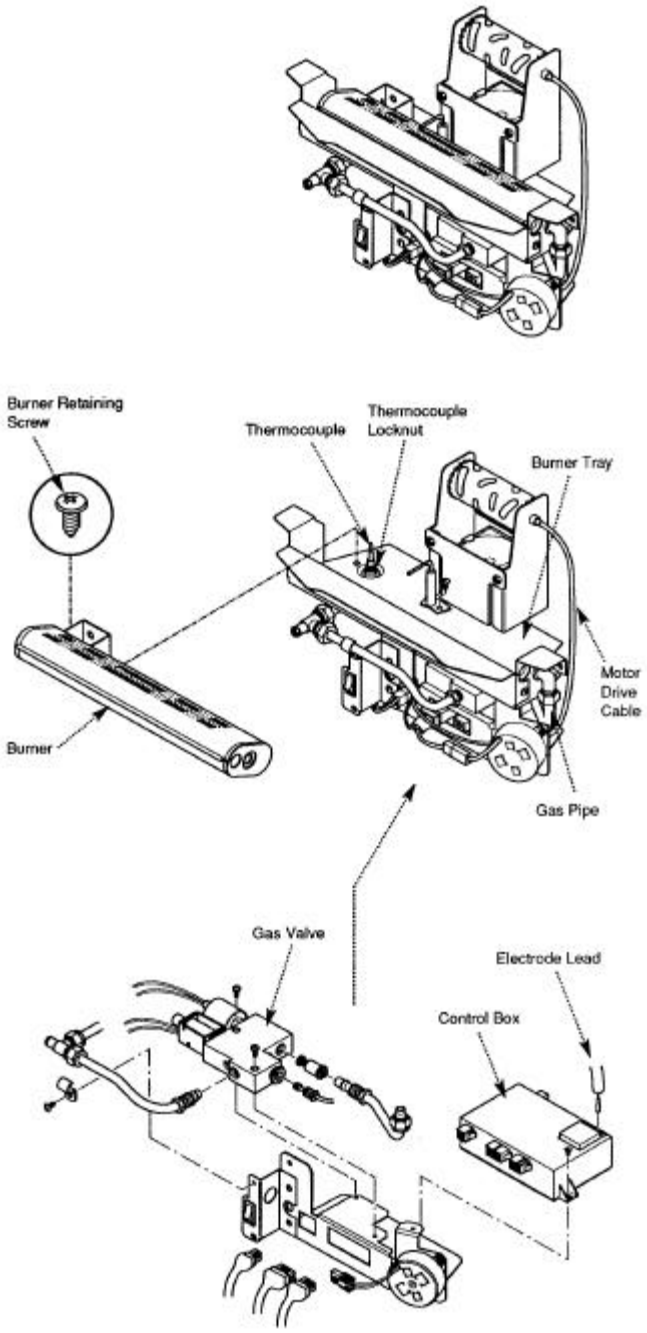

Fig. 57
11.9 Gas Valve (Fig. 57)
11.10 Control Box (Fig. 57)